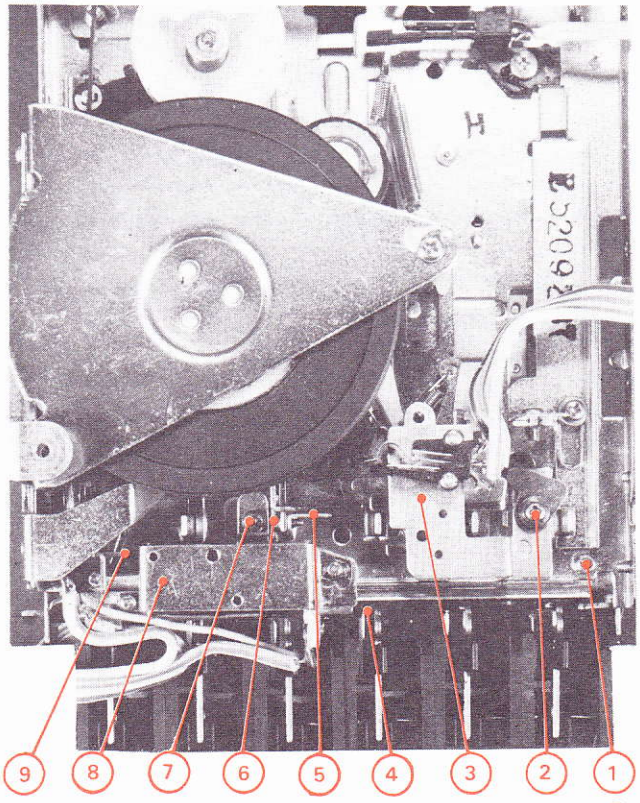

Fig. 6
G – DEMONTAGE DE L'ENREGISTREUR-LECTEUR (Fig. 6, 7, 8)
a) Clavier (Fig. 6)